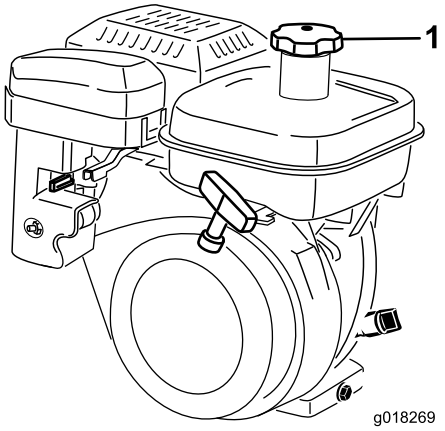

Figura 20
1. Limpe a zona em redor da tampa do depósito de combustível e retire a tampa do depósito (Figura 20). Ao usar gasolina sem chumbo, encha o depósito de combustível apenas até ao fundo do painel do filtro. Não encha demasiado.